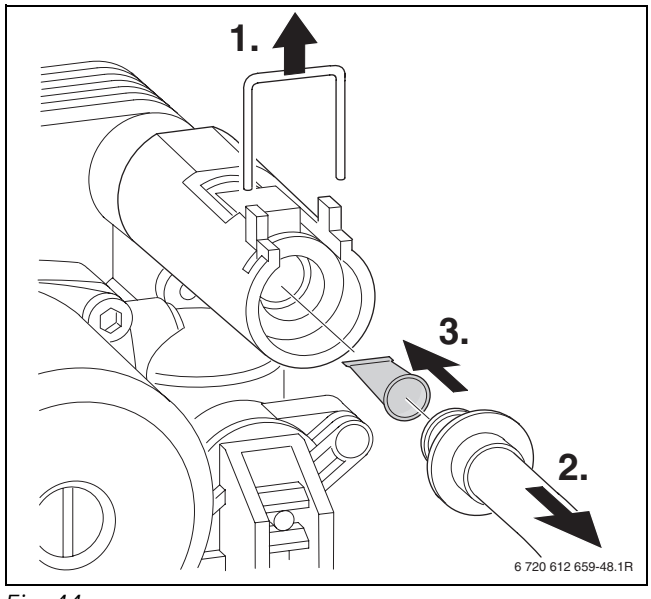

*Fig. 44*
- verificare la presenza di eventuali impurità sul filtro d'ingresso (→ fig. 44):